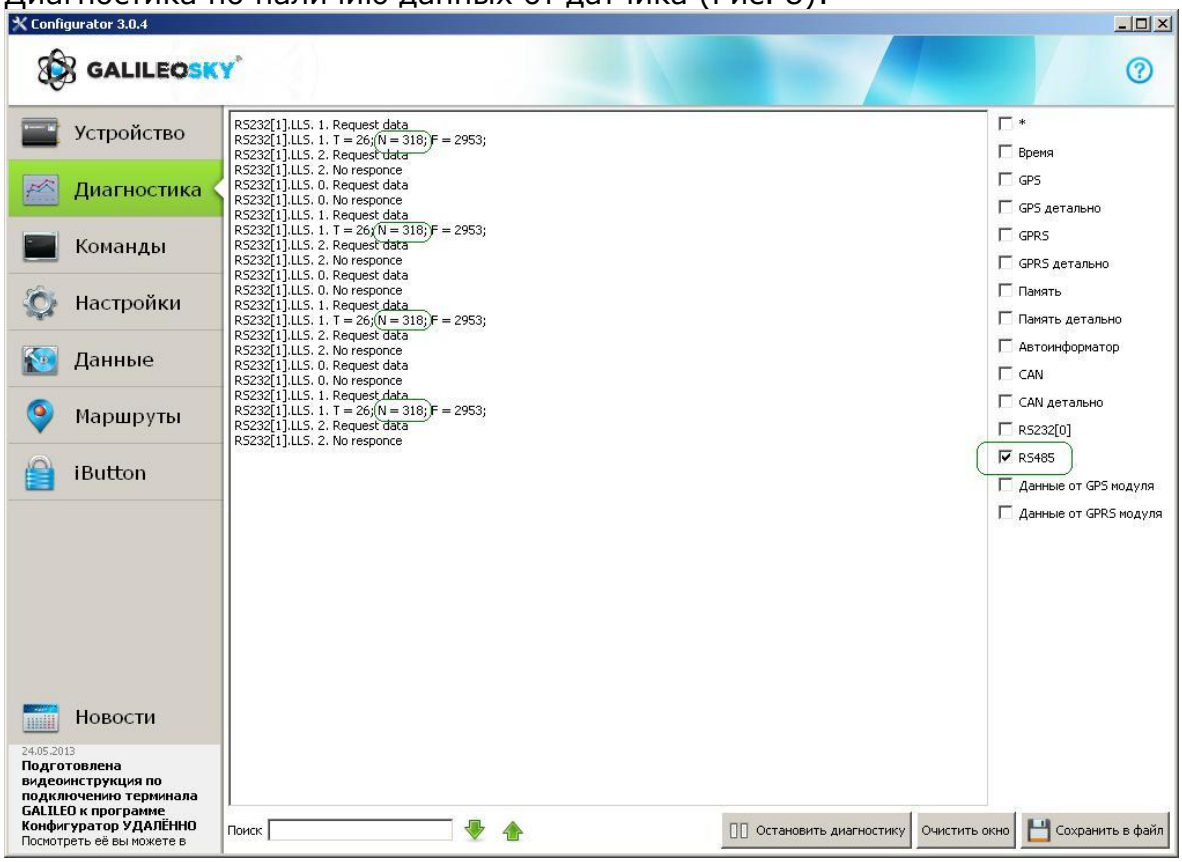

Рисунок 8
3.3.2. Правильность настройки терминала и датчика проверяется на вкладке Диагностика по наличию данных от датчика (Рис. 8):